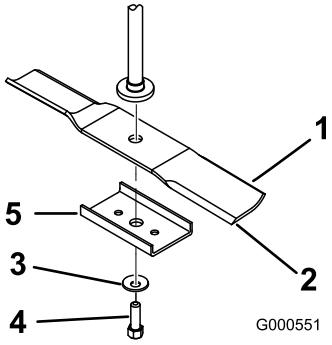
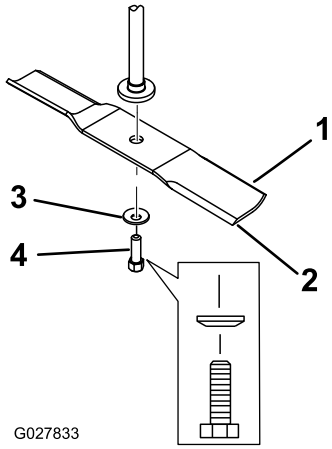

Figur 53
Figur 54
2. Fjern knivstiveren (kun skjolde på 81 cm), skæreknivsbolten, den buede skive og skærekniven fra spindelakslen (Figur 54 og Figur 53).
1. Monter kniven på spindelakslen (Figur 54).
2. Monter knivstiveren (kun skjolde på 81 cm), den buede skive (den buede side mod kniven) samt knivbolten (Figur 54).